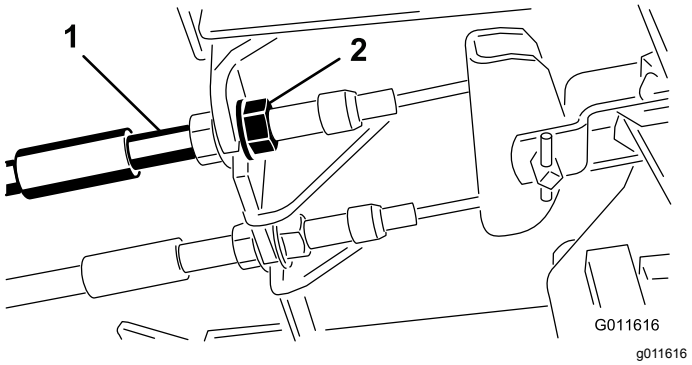

**Figur 97**
1. Hvis du vil redusere frigangen til bremsepedalene, strammer du bremsene ved å løsne den fremre mutteren på bremsekabelens gjengeende (Figur 97).